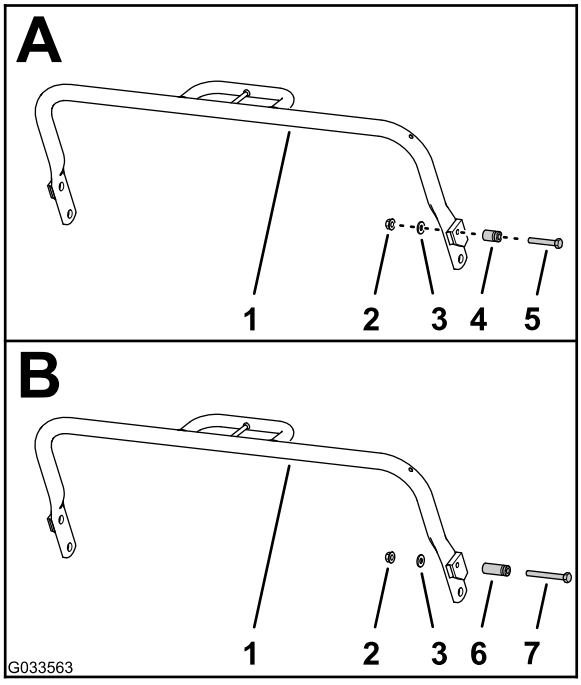

Figur 3
3. Fjern flangemøtrikken, spændeskiven, den eksisterende fjederstang (1 tomme) og skruen (5/16 x 2 tommer) på højre side af støttebenet (A i Figur 3).
4. Monter den nye fjederstang (1-3/4 tomme) på støttebenet med den nye skrue (5/16 x 2-3/4 tomme), som vist i B i Figur 3.
5. Brug flangemøtrikken og spændeskiven, som du gemte i trin 3, til at fastgøre fjederstangen på støttebenet (B i Figur 3).